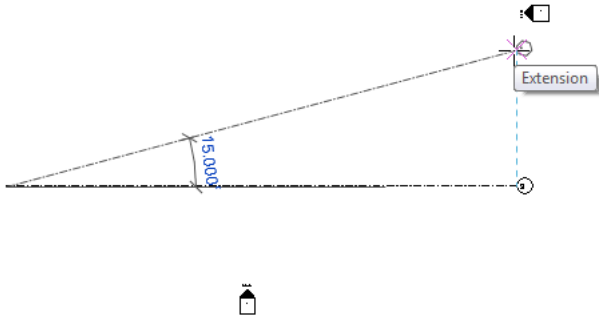

Figure 3-58 *The grid line displaying the angular dimension and an alignment line*
9. Click when the temporary angular dimension displays **15.00°** and an alignment line appears from the endpoint of the previous grid line, refer to Figure 3-58.